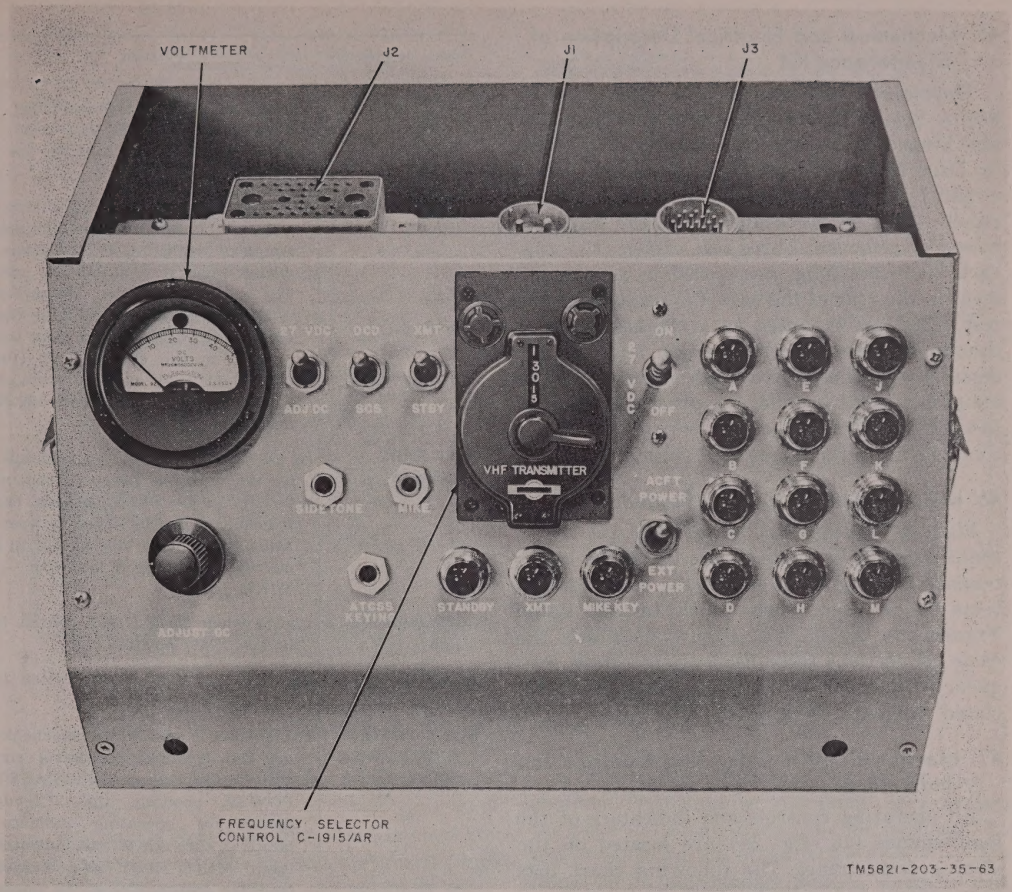
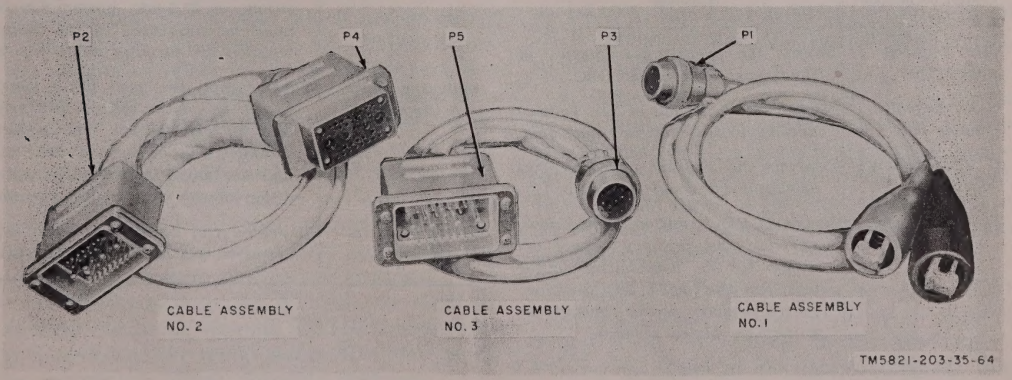
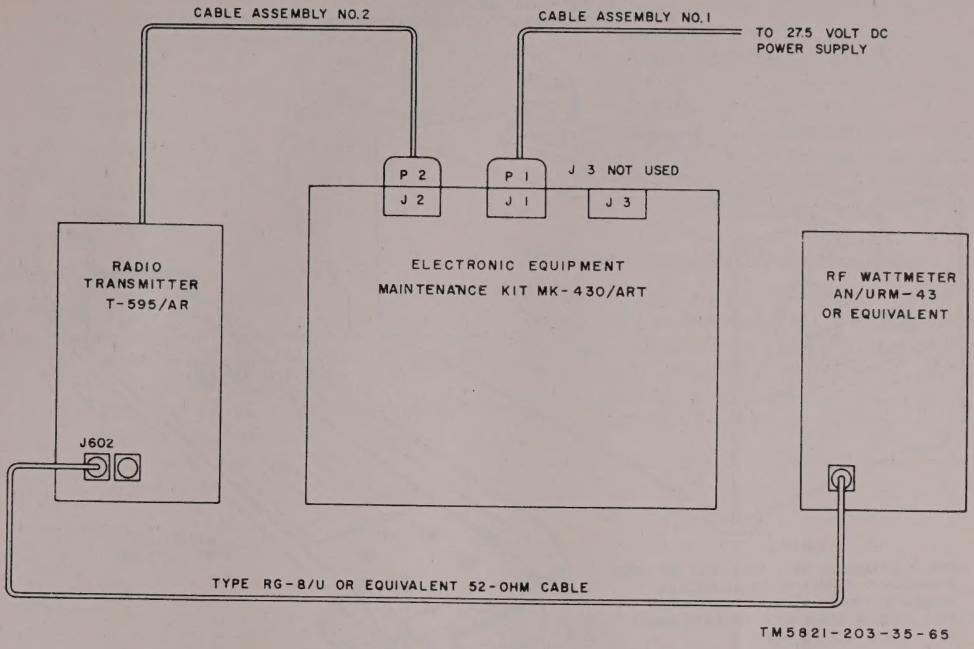

Figure 22. Electronic Equipment Maintenance Kit MK-430/ART, hinged cover removed, less cable assemblies.
Figure 23. Cables supplied with Electronic Equipment Maintenance Kit MK-430/ART.
Figure 24. Cable connections when testing Radio Transmitter T–595/AR with Electronic Equipment Maintenance Kit MK-430/ART.
Figure 22 is an exploded view of the Radio Transmitter T–595/AR Autopositioner system. Single motor B601 and its associated train of speed-reduction gears drives the two Autopositioner units, each of which is equipped with a slip clutch. The megacycle Autopositioner unit is controlled by seeking switches S601A and S601B and relay K603, and operates a cam-driven slug rack. A shaft driven from the main camshaft by a pair of miter gears operates crystal selector switch S201. Of the 20 positions provided by the Autopositioner, only 18 are actively used. Because the Autopositioner shaft is driven in only one direction, the remaining positions are used to provide the cam return. The 0.05 megacycle Autopositioner unit is controlled by seeking switches S602A and S602B and relay K602, and it drives a shaft by a pair of miter gears (fig. 54) which operates crystal selector switch S101.
Figure 22 is a front panel view of Electronic Equipment Maintenance Kit MK–430/ART and shows the location of the cable connectors. Figure 24 shows the cables supplied. The chart below lists the function and the common name assigned to each unit.
The maintenance kit (fig. 22) is housed in an 8½ by 8½ by 13- inch steel case with a removable hinged cover secured in the closed position by Dzus fasteners. Controls, indicators, and a circuit breaker are mounted on a sloping front panel which is accessible when the cover is raised or removed. Three test cables (fig. 23), each 60 inches long, are stored in a compartment in the rear of the case. Connectors for the test cables are mounted on a recessed shelf at the top of the maintenance kit and are accessible with the cover raised or removed. The maintenance kit includes a control unit with its associated interconnecting wiring, switches, controls, indicator lamps, and voltmeter.
Figures 24 and 25 illustrate the two cable connections to be made before using the maintenance kit. Figure 24 shows the cable connections to be used when bench testing Radio Transmitter T–595/AR. Figure 25 shows the cable connections to be used when testing Frequency Selector Control C–1915/AR and associated wiring in the aircraft.
All operating controls and indicators of the maintenance kit (fig. 22) are located on the sloping front panel. The following chart lists each control and indicator with its function:
a. Frequency Selection. The maintenance kit tunes the transmitter under test by substituting another control unit for the one normally used to operate the transmitter. The control unit contains four multicontact switches (S1001, S1002, S1003 and S1004) which are operated by the control unit knob (fig. 22). The switches are connected electrically to similar motor-driven *seeking* switches in the transmitter. Whenever the control switches and the tuning switches in the transmitter are not set to the same electrical position, the motor will operate and drive the transmitter switches to the proper position for system symmetry. All tuning functions of the transmitter are performed by shafts ganged to the seeking switches.